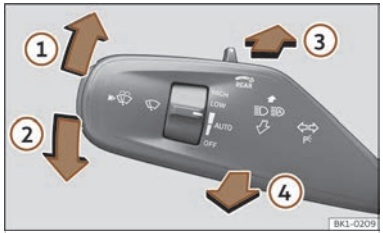

Fig. 94 Turn signal and main beam lever.
• From the neutral position, press the turn signal and main beam headlights lever forwards ››› Fig. 94 ③.
• **EITHER:** if main beam assist is on, pull the turn signal light and main beam headlights lever back ››› Fig. 94 ④.